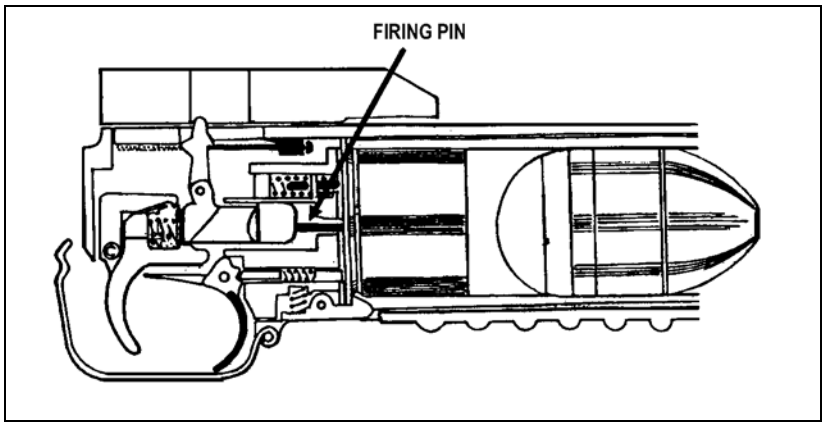

Figure 2-9. Firing the M203 grenade launcher.
h. **Firing**. When the grenadier pulls the trigger, the primary trigger sear disengages from the bottom sear surface of the firing pin. This releases the spring-driven firing pin, forcing it forward against the cartridge primer (Figure 2-9, page 2-6).